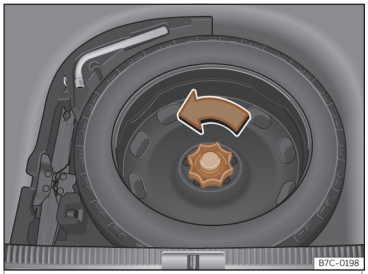

Fig. 233 Nel bagagliaio: piano di carico sollevato.
- Girare la manopola in senso antiorario >>> fig. 233.